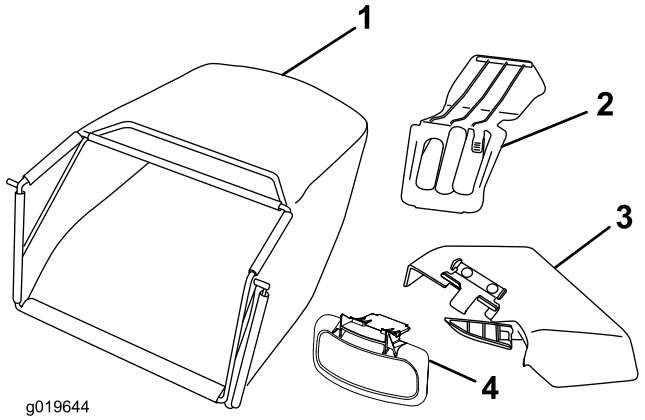

Figuur 6
5. Zet de gashendel op **Snel** zodra de motor aanslaat (Figuur 6).